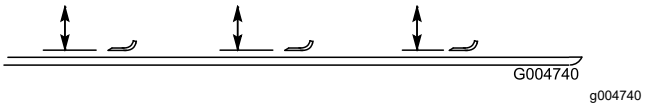

Figur 142
4. Rotera kniven tills ändarna är riktade framåt och bakåt och mät från klippenhetens insida till skäreggen framtill på knivbladet (Figur 142).